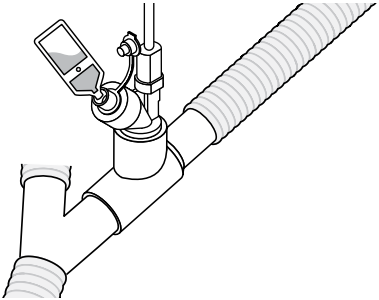

Afbeelding 16. De vernevelaar vullen met een voorgevulde ampul
2. Gebruik een voorgevulde ampul of injectiespuit om via de vulpoort van de vernevelaar medicatie toe te voegen (Afbeelding 16).